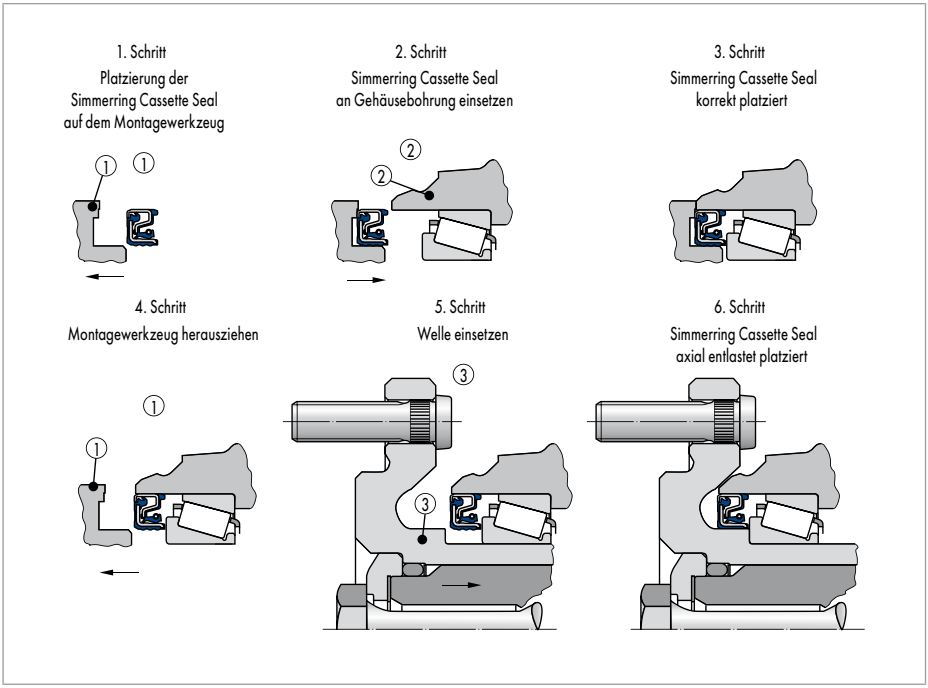

Abb. 53 Montage von Simmerring Cassette Seal – Fall A (mit „bearing stop")
- zweiter Schritt: Montage der Welle (→ Abb. 53, 54)